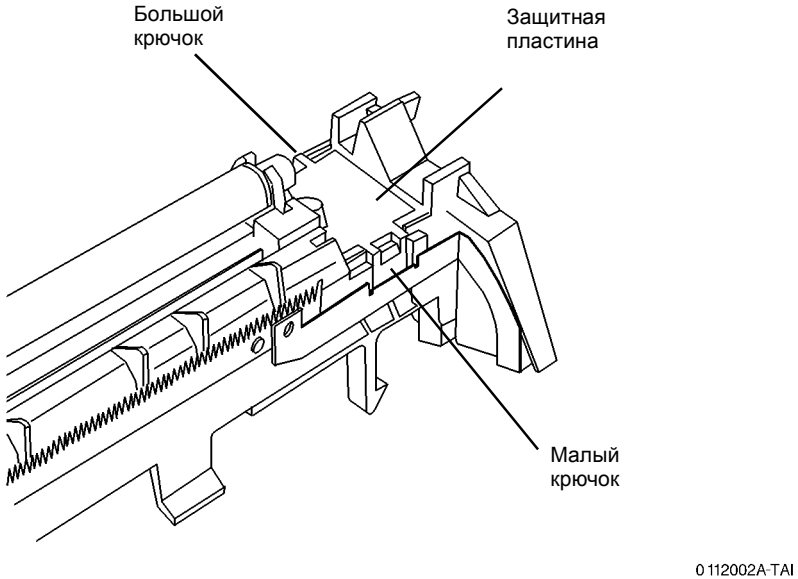

Рисунок 2 Снятие защитной пластины
4. Снимите защитную пластину (Рисунок 2).